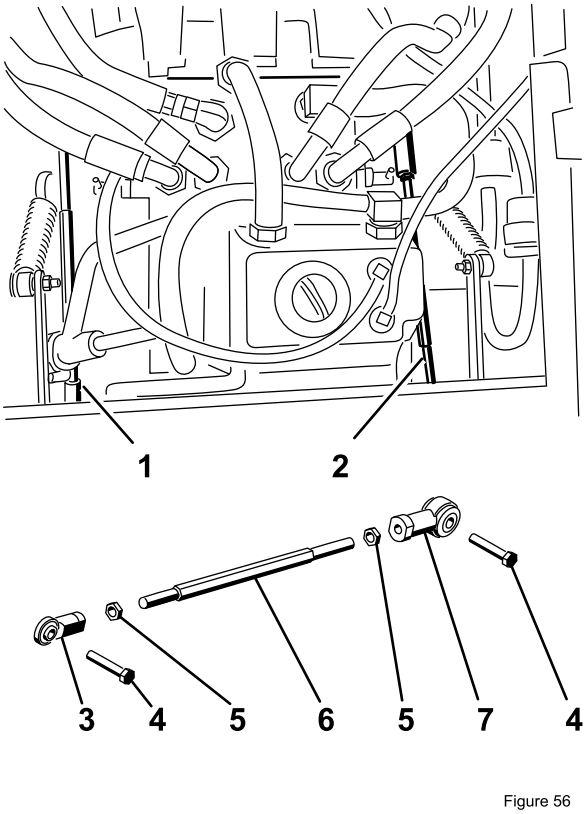

**Figur 58**
6. Ställ in pumpstavslängden på en sida genom att vrida sexkantsaxeln i lämplig riktning tills motsvarande hjul står stilla eller långsamt roterar bakåt (Figur 58).